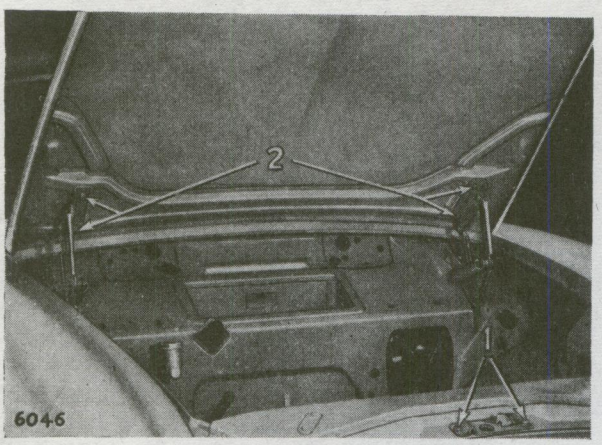

Fig. 25. *Bonnet attachment points*
BONNET—To remove (Fig. 25) (All models)
Take out the two bolts with their spring and flat washers (1), (Fig. 25).